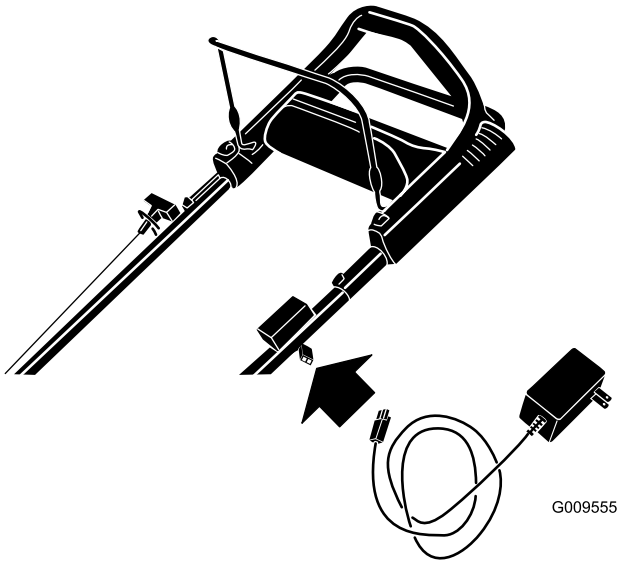

Figuur 24
1. Sluit de acculader aan op de kabelboom van de machine die zich onder het contactsleuteltje bevindt (Figuur 24).